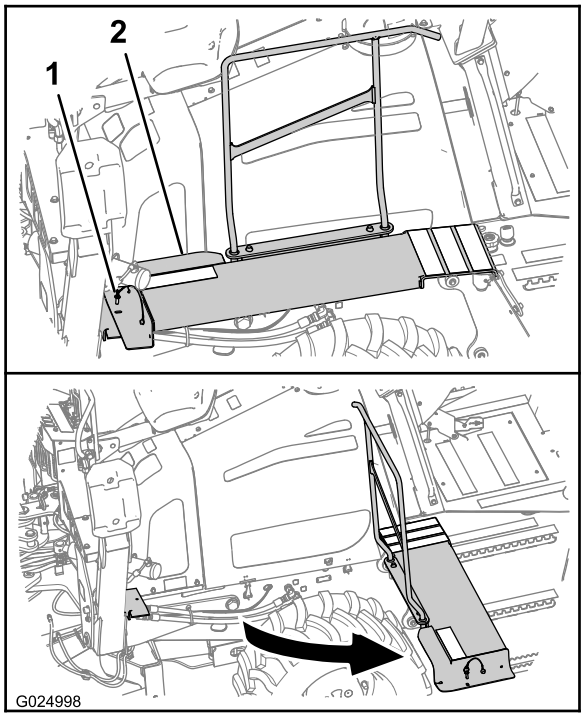

Figura 58
A. En el lado izquierdo de la máquina, retire el pasador de sujeción del extremo delantero de la plataforma (Figura 58).
B. Separe la plataforma de la máquina, tal como se muestra en la Figura 58.
A. Gire el extremo delantero de la plataforma hasta su posición original (Figura 58).
B. Alinee el taladro de la plataforma con el taladro del soporte de sujeción de la plataforma (Figura 58).